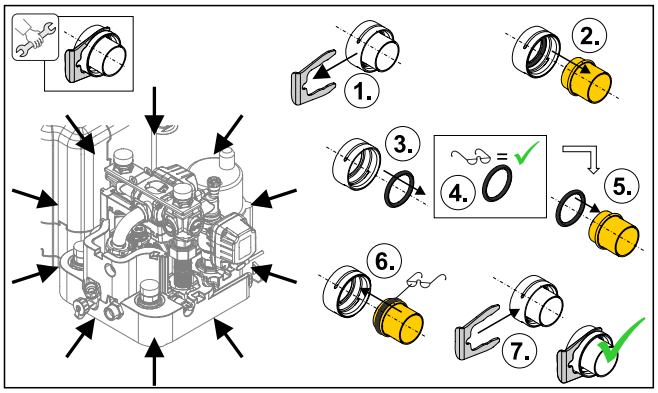

Fig. 4-18 Ligações de encaixe hidráulicas
- Colocar sempre os O-rings, após a desmontagem ou antes da montagem de uma ligação de ficha, na peça a encaixar (ver Fig. 4-18).